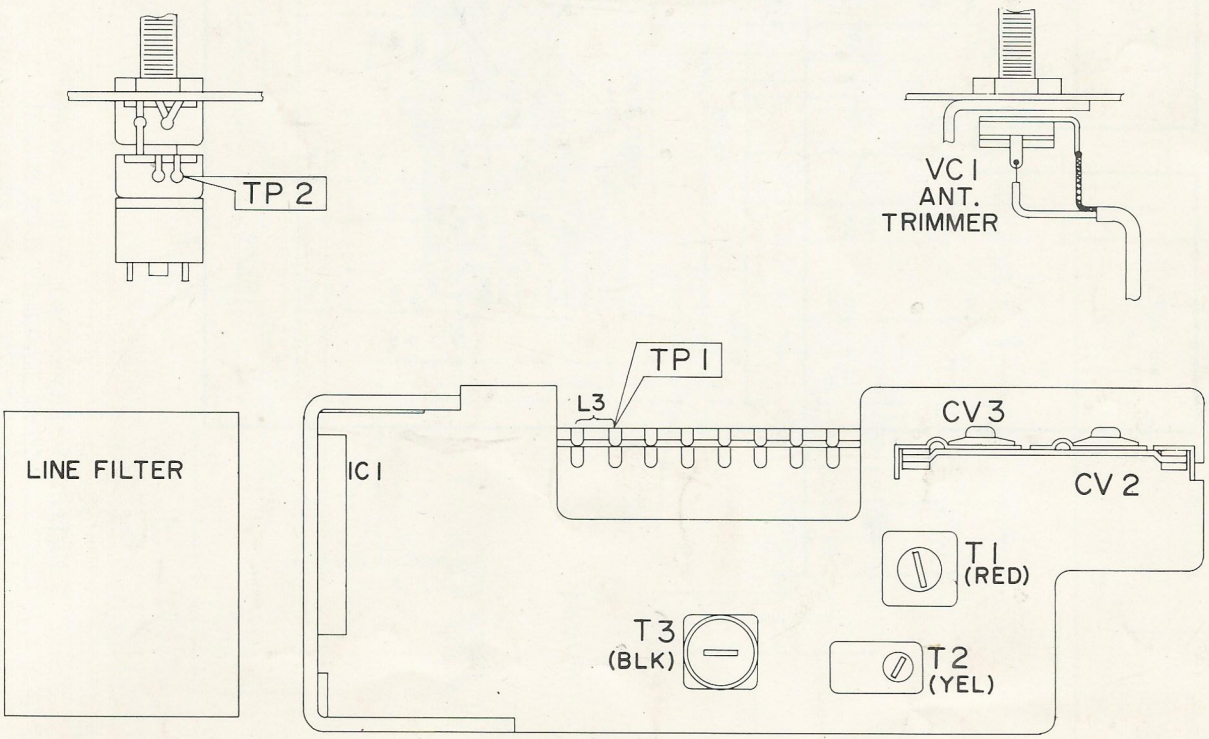

Fig. 6 ADJUST POINTS
(2) Alignments (Refer to Fig. 6 for ADJUST POINTS.)
(2) Alignment (Refer to Fig. 6 for ADJUST POINTS.)